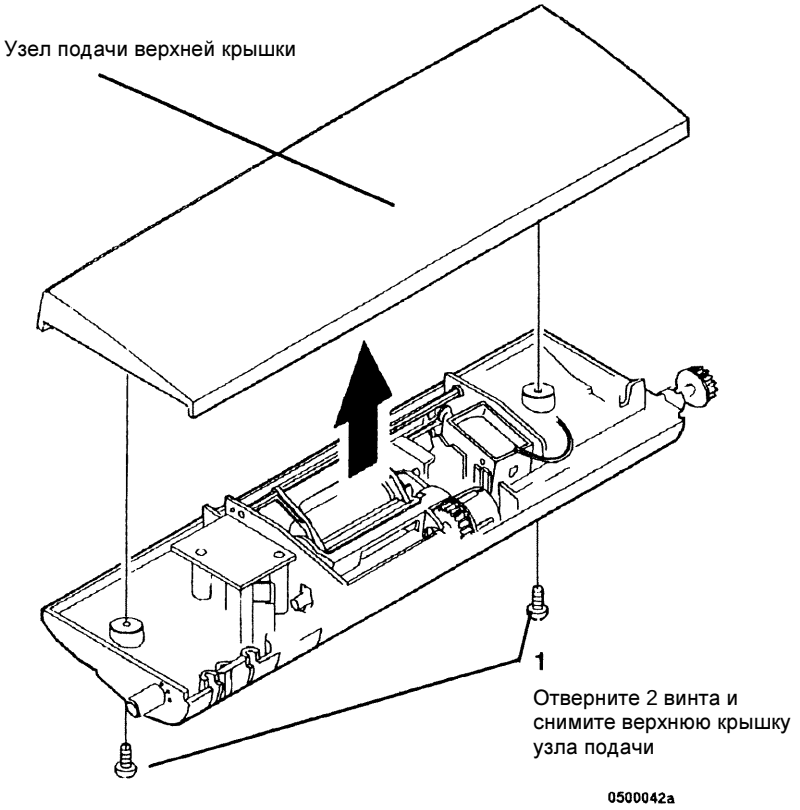

Рисунок 1 Снятие верхней крышки
2. (Рисунок 1): Снимите верхнюю крышку узла подачи